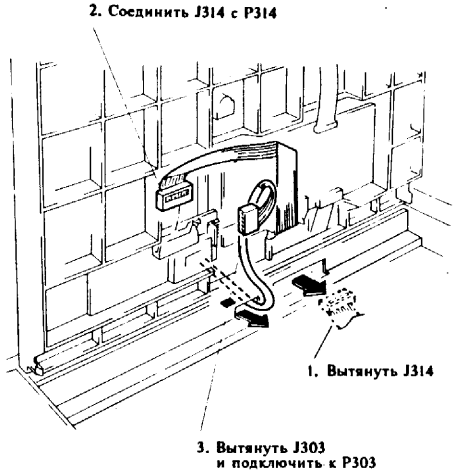

Рис.10 Подключение J314 и J303
(6) Подключить J314 и J303 к I/F плате редактора (рис.10)